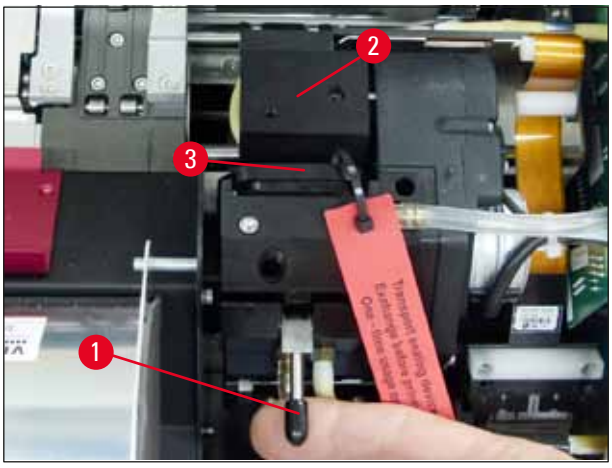

Fig. 34
4. Printhovedet (→ "Fig. 34-2") kører opad til en position ca. 1 cm fra tætningskanten (→ "Fig. 34").